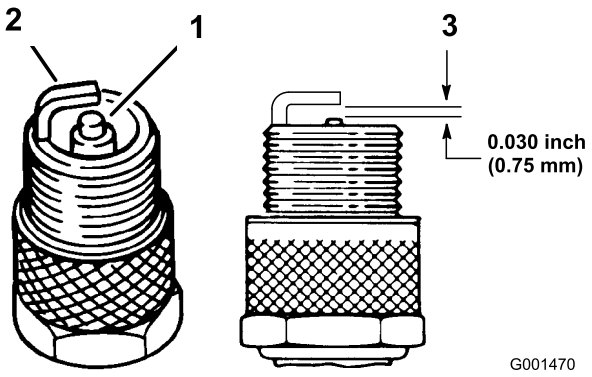

Figur 30
3. Kontroller tilstanden til elektroden på siden, elektroden i midten og elektrodeisolatoren i midten for å sikre det ikke er skade (Figur 30).
4. Still inn luftgapet mellom midten og siden på elektrodene til 0,762 mm (Figur 30). Monter tenningsplugg med korrekt avstand og stram pluggen til 20 Nm.